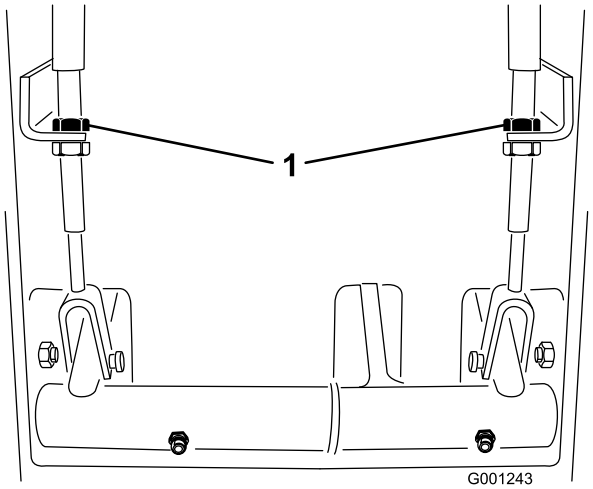

Figur 62
2. Stram bremserne for at reducere bremsepedalernes frie vandring ved at løsne den forreste møtrik på bremsekablets gevindende (Figur 62). Tilspænd derefter den bageste møtrik for at flytte kablet bagud, indtil bremsepedalerne har 13 mm til 25 mm fri vandring.